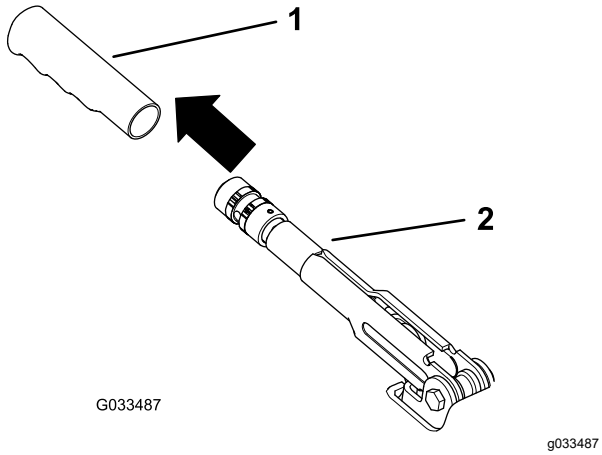

図 59
1. 駐車ブレーキレバーのゴム製グリップをはずす図 59。
5. 駐車ブレーキレバーにゴム製グリップを取り付ける図 59。